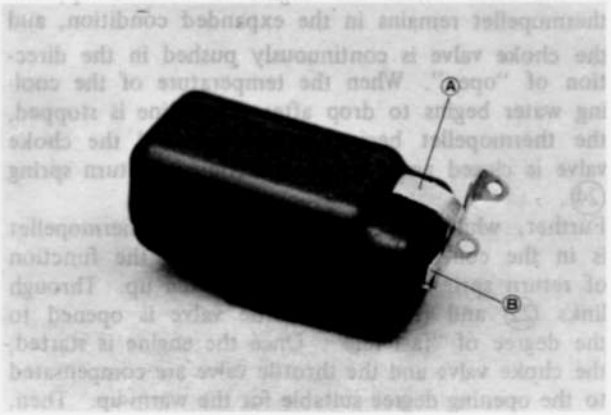

Fig. 4–9 Adjusting float
If the distance is not within specifications, adjust it by bending the float stopper (B) shown in Fig. 4–9.